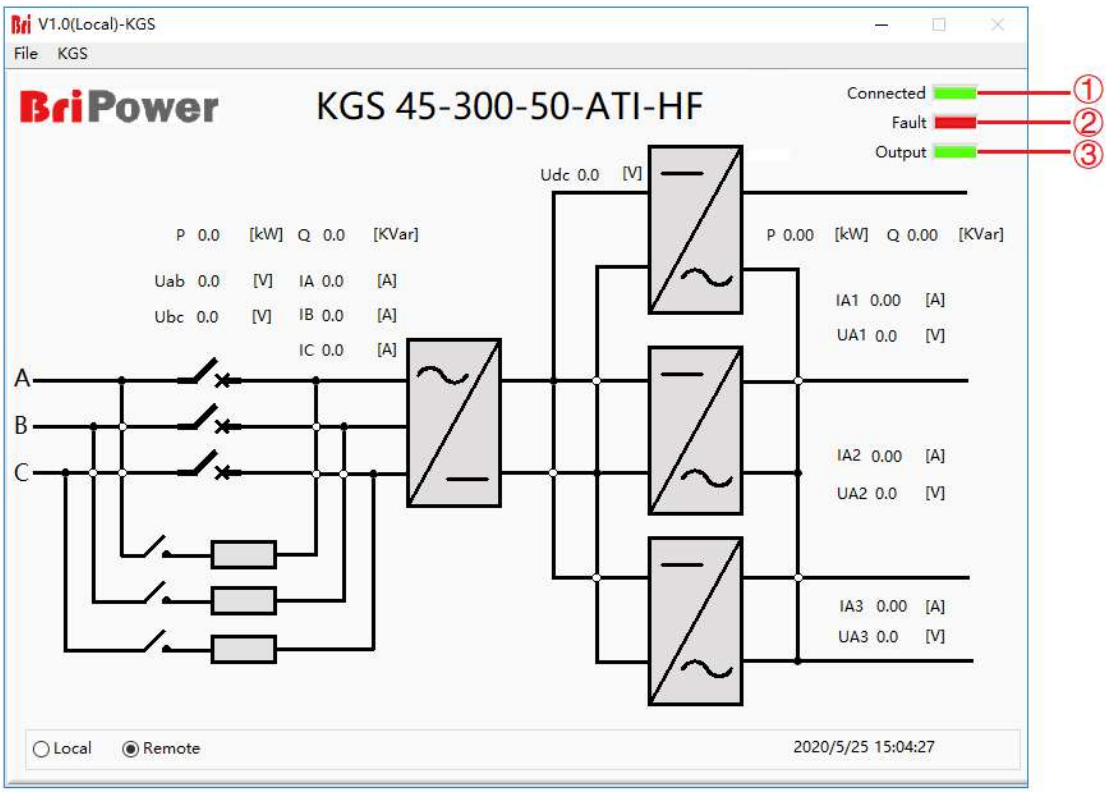

Figure 5-2 Sequence Mode and input/output control
①	**Connect**	A few seconds after the power supply is initialized, the TFT-Touch panel displayer worKGS, the green light is always on when the software and the equipment are connected normally. If the connection fails, please check whether the AC source is normally powered, the communication cable is connected normally, or the IP address of computer is 192.168.1.2.
②	**Fault**	The red light indicates the equipment automatically stops working when a fault occurs during operation. If the equipment runs in normal, the light is dark green.
③	**Output**	When equipment is operating normally and output AC/DC, the green light is always on. When the equipment has no output, the light is dark green.
On the right side of the sequence mode Panel, the user can select the power supply operating mode, parameter input mode and output mode according to the test requirements (Figure 5-2①②③).
There are some important controls on the sequence panel (Figure 5-2③).Click "Apply" → "Start" → "Power On" → "Start" → "Output On", the power supply is on, click "Output On" → "Stop" → "Power On" → "Stop", the power supply is off.